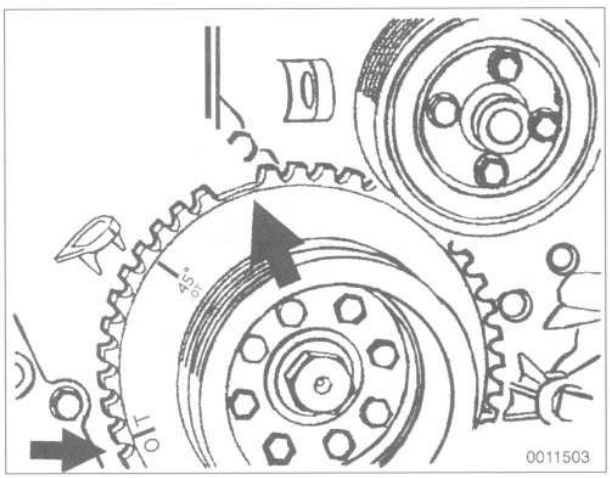

Fig. 51. Crankshaft vibration dampener positioned at 45° BTDC. Note position of 0/T mark and gap in toothed wheel (**arrows**).
17. Slowly turn engine over (away from direction of normal rotation) until cylinder no. 1 is at 45° before TDC (BTDC). See Fig. 51.